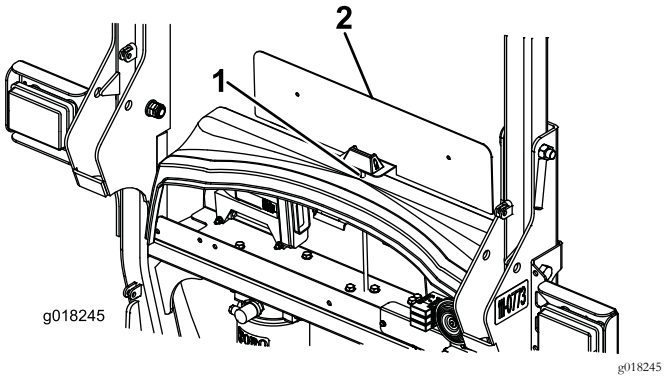

Figur 10
1. Midt på skilleveggdekselet av plast, ca. 40 mm fra fronten, borer du et hull som er 8 mm i diameter (Figur 10).